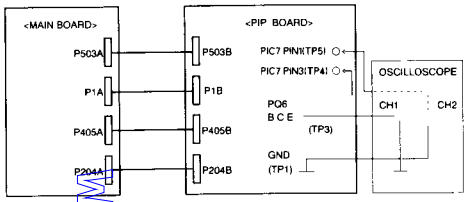
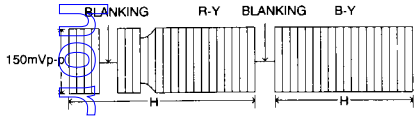

Figure 13
Figure 14
(1) Connect each pin as shown in figure 13 and supply power source to the TV receiver.
(2) Supply the SECAM COLOR BAR signal to the antenna terminal.
(3) Push the "ON/OFF" key on the remote control unit.
(4) Adjust PL9 so that the amplitude of the difference signal may be flat during two line scanning period closed as shown in figure 14.
(1) Connect each pin as shown in figure 13.
(2) Connect CH1 to pin 3 of PIC7(TP4) and CH2 to pin 1(TP5), and then supply the power source to the TV receiver.
(4) Adjust PVR2(R-Y)and PL10(B-Y) so that the white level of the picture parts(R-Y and B-Y) may be equal to the vertical retrace line.